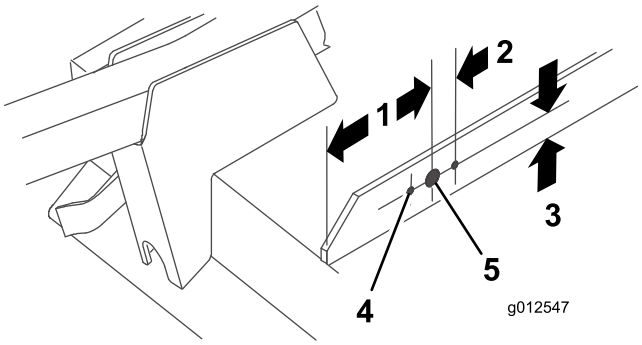

Figuur 19
2. Maak gebruik van de afmetingen die worden getoond in Figuur 19 en markeer en boor één opening met een diameter van 13/16 inch en twee openingen van 13/32 inch in de rechter overbruggingsstang.